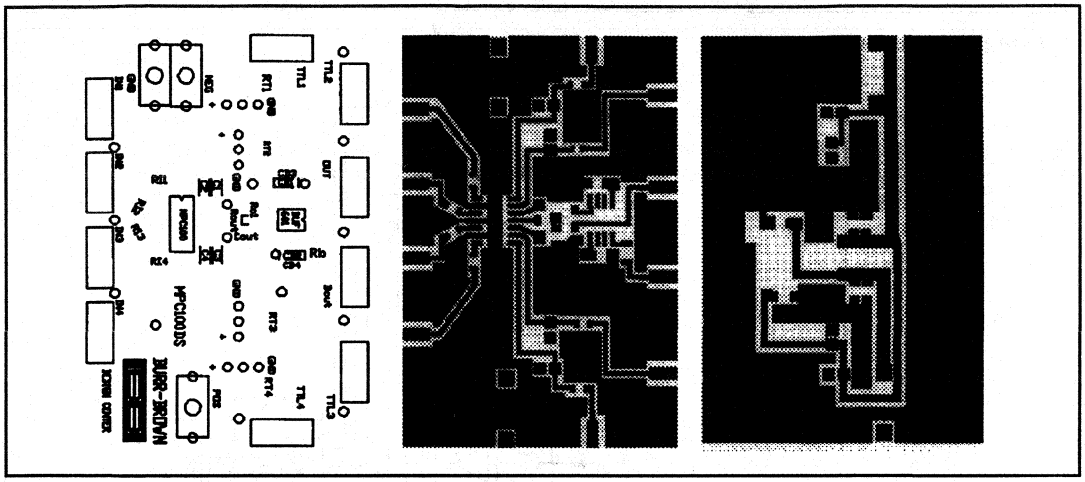
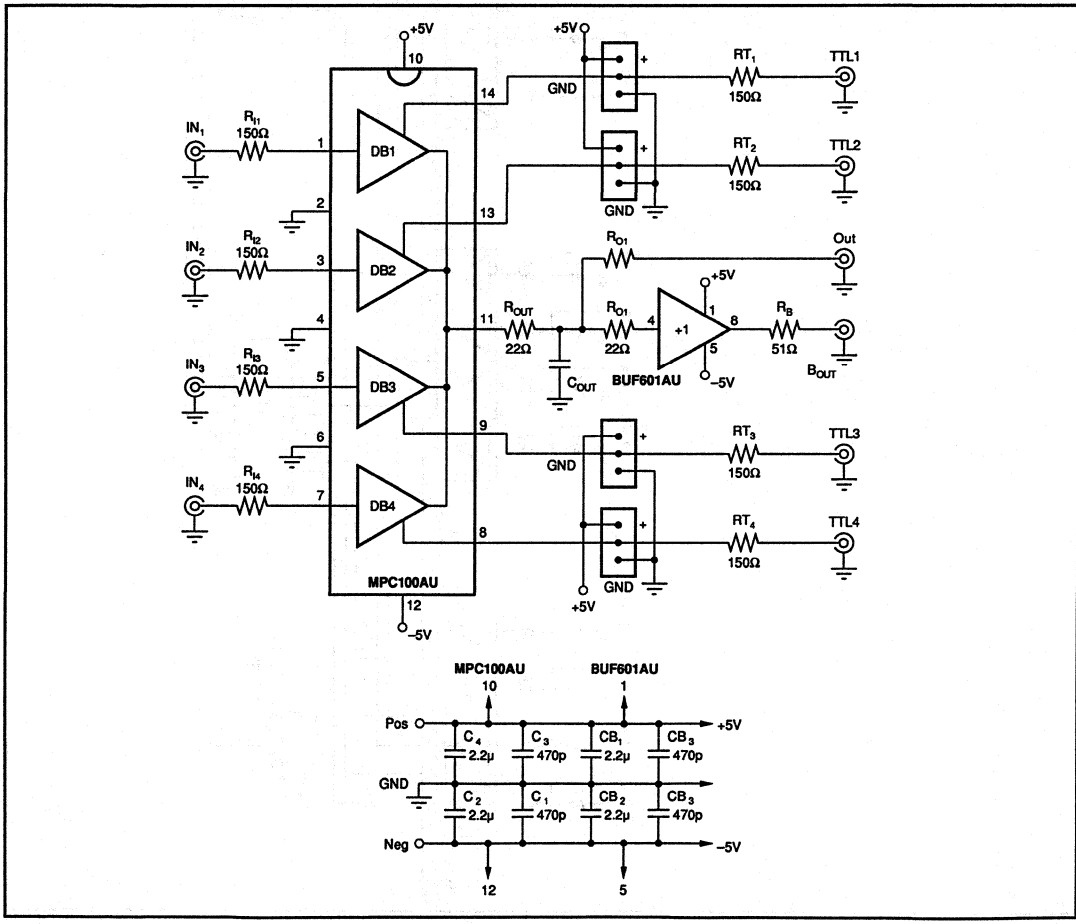

FIGURE 9. Silk Screen and Board Layout of DEM-MPC100-1GC.
FIGURE 10. Circuit Schematic DEM-MPC100-1GC.
- Use a low-impedance ground plane on the component side to ensure that low-impedance ground is available throughout the layout. Grounded traces between the input traces are essential to achieve high interchannel crosstalk rejection. Refer to the suggested layout shown in Figure 9.
A completely assembled and tested demonstration board is available for the MPC100 to speed prototyping. This board allows easy and fast performance testing during the design phase and for product qualification. The user can qualify the most important parameters within hours instead of days, while avoiding the hassles of an optimized board layout and power supply bypassing. The complete AC characterization was performed with the same type. Figure 10 shows the schematic and Figure 9 the silk screen and the double-sided layout. Request DEM-MPC100-1GC.